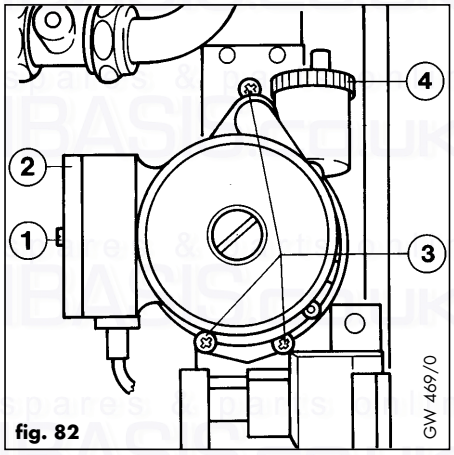
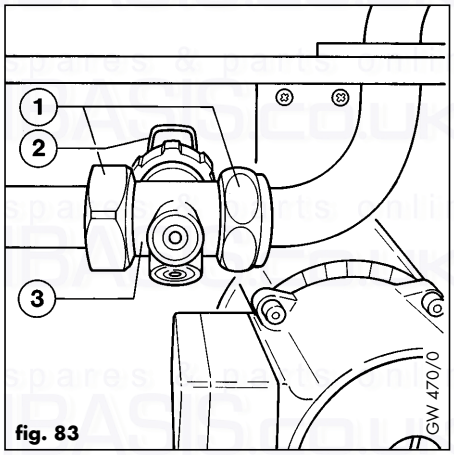

fig. 82
fig. 83
- Undo the 3 pump screws (3, fig. 82).
7.15 Replacement of automatic air release (fig. 82)
- Unscrew cap (4) of auto air release and remove inner components.
- Remove spring clip (2, fig. 83) by lifting upwards.